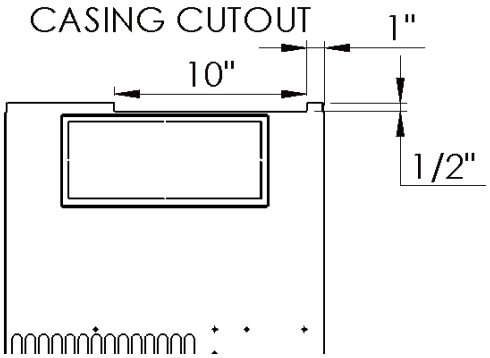

Figure 3
4. With back cover off mark 1/2" x 10 cut out as shown fig 3.